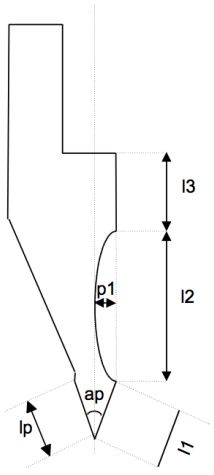

Figura 7) Ejemplo de punzón a dibujar
En el supuesto que deba dibujarse el punzón mostrado en la Figura 7, partiendo del cursor colocado en el primer campo (L) de los datos relativos al vértice, los pasos a seguir son los siguientes: